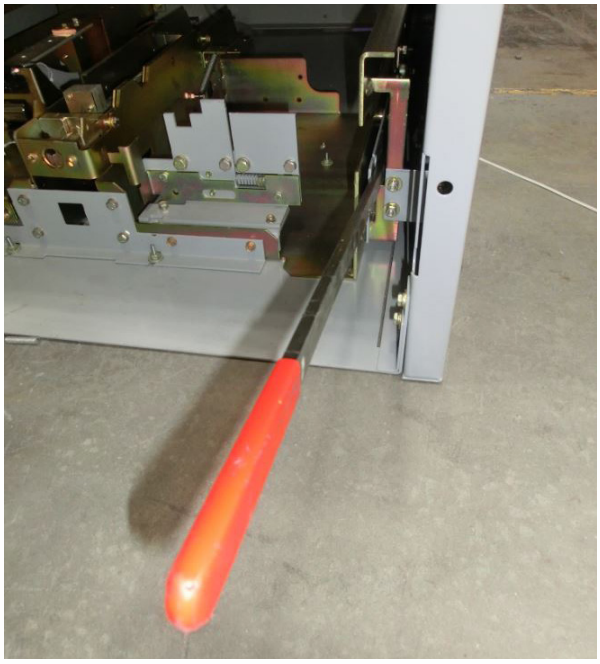
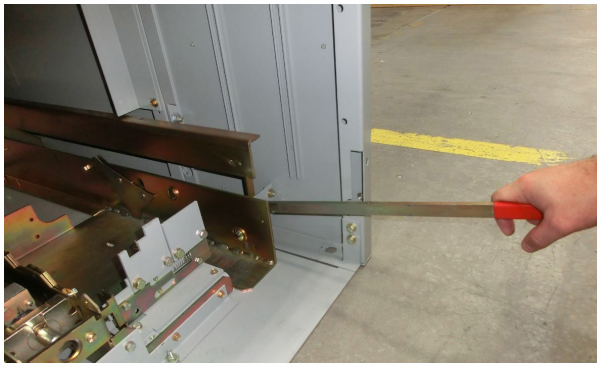

Figure 21. Insertion of Maintenance Tool into the Pan for Manually Opening the Shutters.
Figure 22. Hand Operation to Manually Open the Shutters
1. Insert the breaker maintenance tool (see Figure 22), such that the handle rests on the welded rail support while making contact with the hardware assembly on the manual shutter extension (Refer to Figure 21).
2. Push down on the maintenance to open the shutters (Refer to Figure 22).